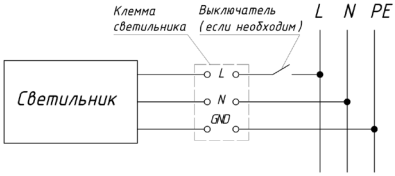

Рисунок 5 – Схема подключения светильника.
5.5. Подключите питание светильника при помощи клеммы, обеспечивающей надежное электрическое соединение. Кабель светильника заранее выведен из корпуса через кабельный уплотнитель. При этом необходимо соблюдать полярность соединения проводов: коричневый — фазный проводник, синий — нейтральный проводник, зеленый/желтый — защитный проводник («земля»). Убедитесь в правильности и надежности соединения. Провода не должны быть в натяжении.Установите светильник Geniled на монтируемое место (Рисунок 5). Следите за тем, чтобы кабель не оказался зажат между элементами конструкции потолка и светильника. Убедитесь, что светильник надежно закреплен на потолке.